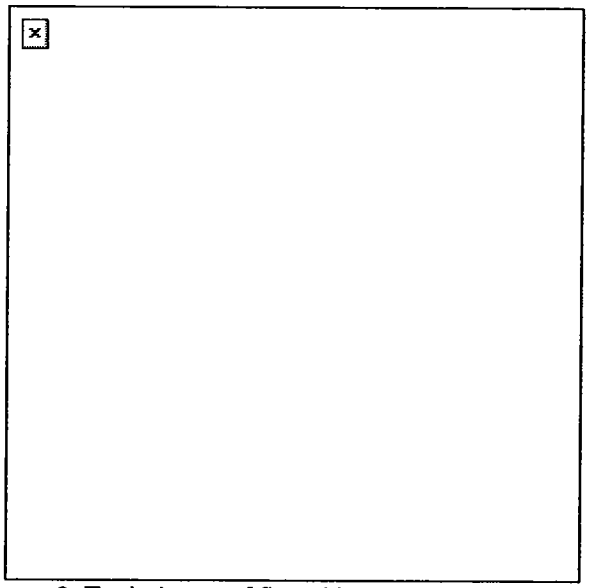

Figure 6. Techniques of fire with respect to the MK 19.
a. Use correct gun manipulation technique (Figure 6).
(1) Fixed fire. This is fire delivered against a point target. Only one aiming point is necessary with little or no manipulation of the gun.
(2) Traversing fire. This is fire distributed against a wide target requiring successive changes in direction of gun. This means using the traversing and elevating (T&E) mechanism to traverse the gun left or right to distribute fire laterally.
(3) Searching fire. This is fire delivered against a deep target or a linear target with depth in width by successive changes in elevation. This means using the T&E mechanism to move the muzzle of the weapon up or down to distribute fire in depth.
(4) Traversing and searching fire. This is fire delivered in width and depth by successive changes in direction and elevation. It is employed against a target whose long axis is oblique to the direction of fire.
(5) Swinging traverse. This is fire delivered against targets that require major changes in direction but little or no change in elevation. Loosen the traversing slide lock enough to swing the gun laterally.
(6) Free gun. This is fire delivered against moving targets that must be rapidly engaged with fast changes in direction and elevation. To fire free gun, remove the T&E mechanism.